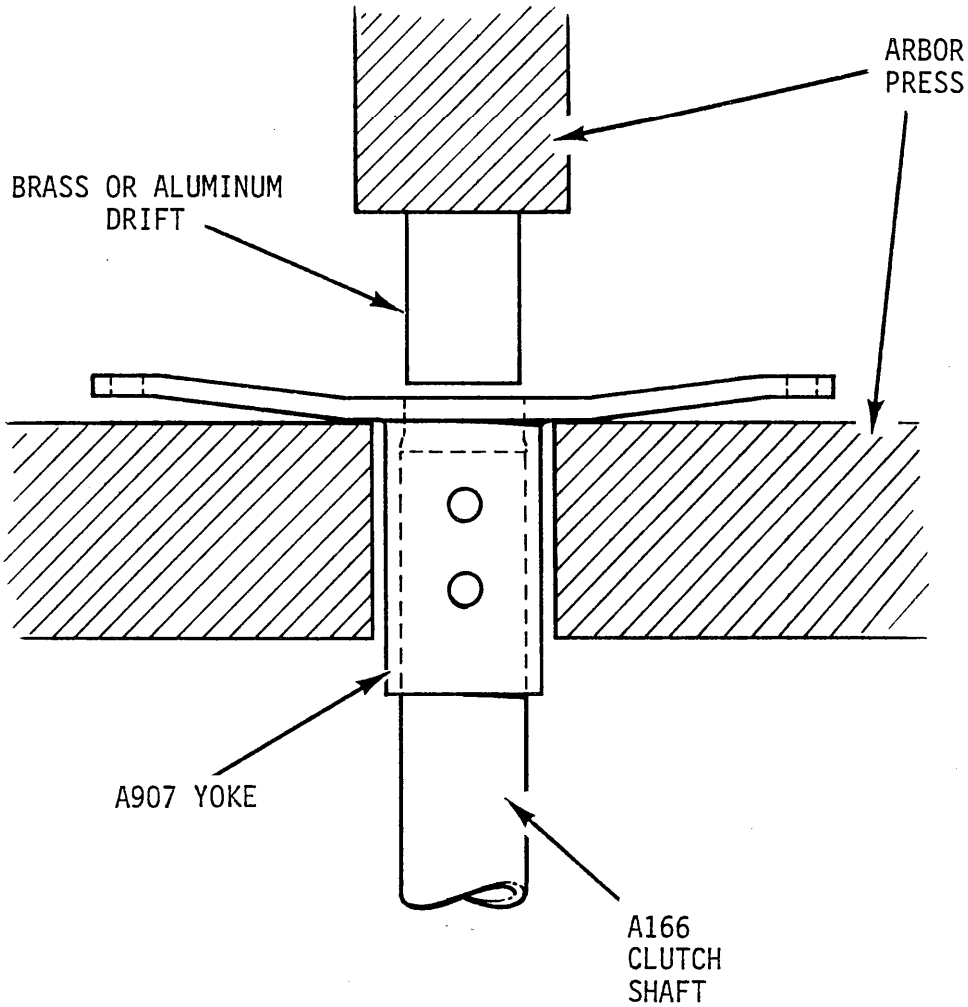

FIGURE 7-6A A907 YOKE REMOVAL
a. (Preferred method) If a press is available, position clutch assembly in press per Figure 7-6A. Ensure brass or aluminum drift fits against outer rim of clutch shaft and not against inner spacer. Press clutch shaft out of yoke.